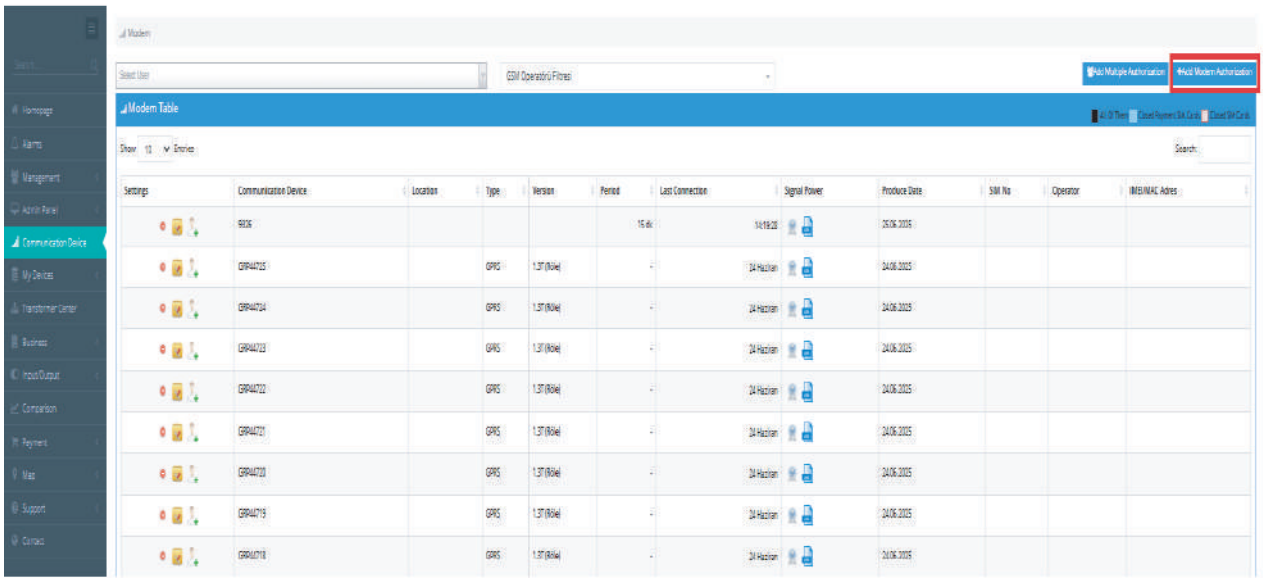

Figure 5.5
7. Enter the "Modem No" and "Authorization Code" information from the authorization card provided in the modem box. This completes the modem registration process in the system. (Figure 5.5)